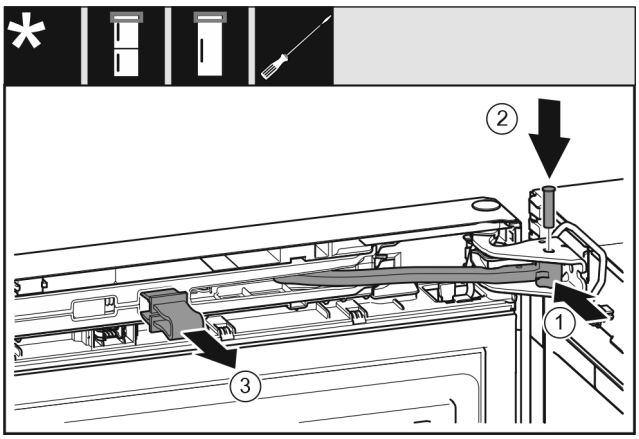

Fig. 43
- ▶ Rotiți articulația *Fig. 43 (1)* în suportul de lagăr.
- ▶ Introduceți bolțul *Fig. 43 (2)* în suportul de lagăr și articulație. Urmăriți ca respectiva camă de fixare să fie așezată corect în canelură.
▶ Detașați siguranța *Fig. 43 (3)*.